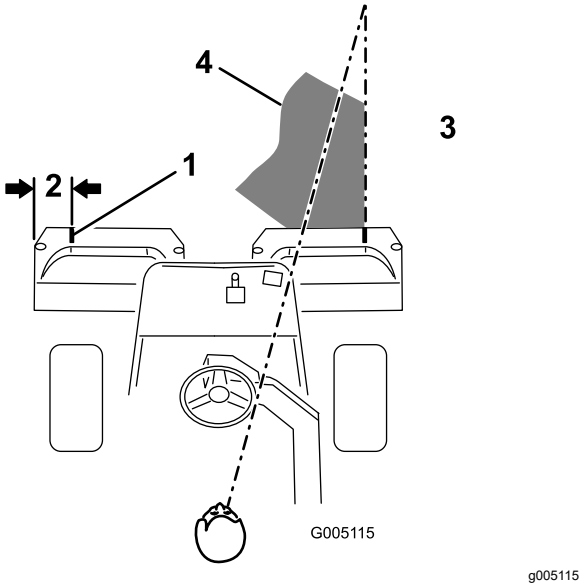

Figure 9
2. Placez une bande de papier blanc ou un trait de peinture sur chaque bac parallèlement à son bord extérieur (Figure 9).